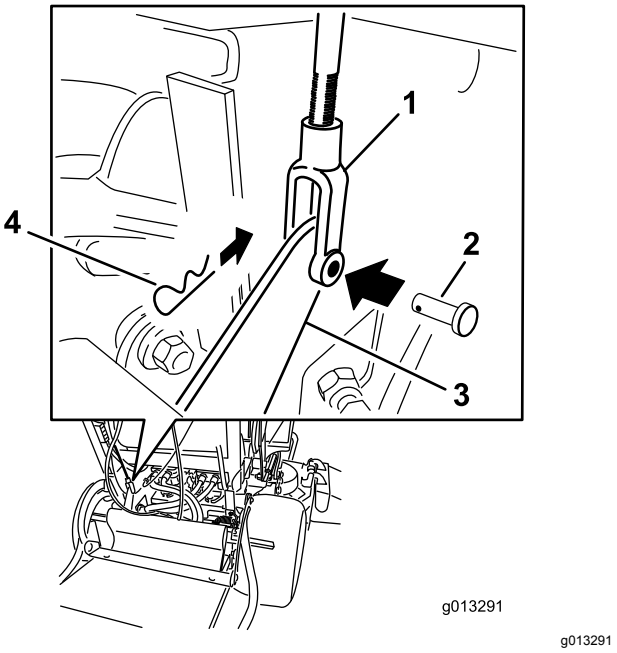

Rysunek 63
4. Aby wyregulować hamulec, wyjmij sworzeń z łbem płaskim i zawleczką z dolnej dźwigni hamulca i jarzma (Rysunek 63).
7. Zamocuj jarzmo do dolnej części dźwigni hamulca za pomocą sworznia z łbem płaskim i zawleczki (Rysunek 63).